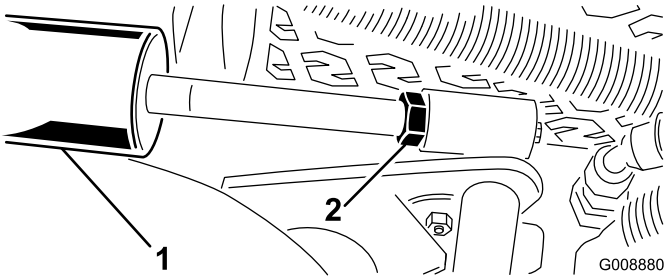

Figur 29
A. Senk klippeenhetene og skru tilbake låsemutteren på sylinderen (Figur 29).